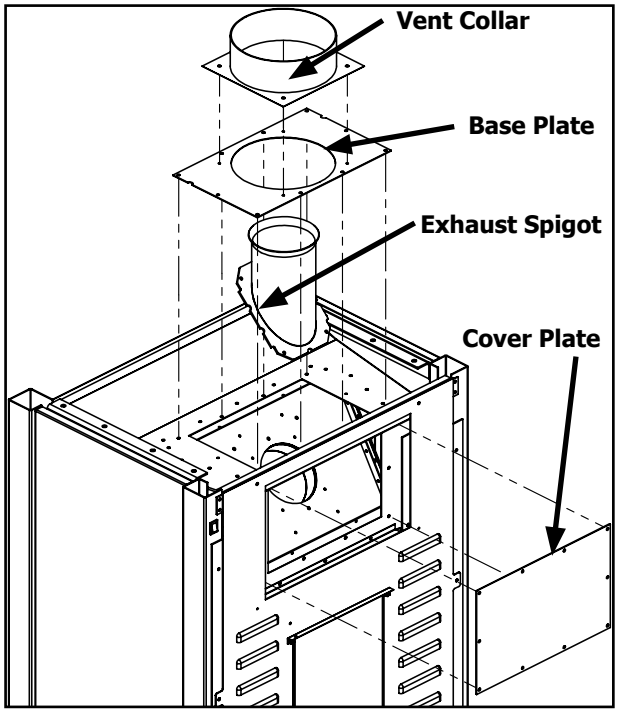

**Figure 18. Vent Conversion - Step 2**
**Step 2:** Next, remove the vent collar, base plate, cover plate and exhaust spigot (28 screws total) as shown in Figure 18.